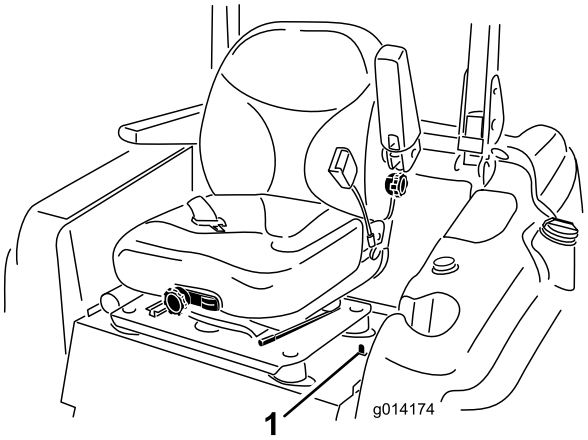

Figur 26
1. För sätesspärren (som sitter på vänster sida om sätet) bakåt för att lossa sätet och dra det framåt (Figur 26).